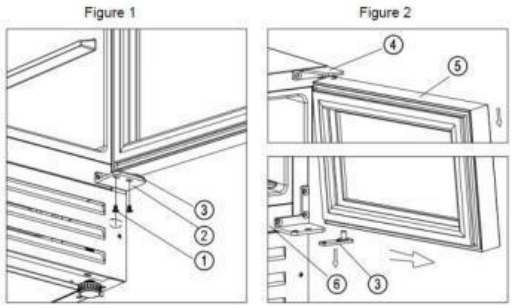

Afbeelding 1–2
2. (Afbeelding 1) Draai de twee schroeven (1) uit het rechter onderscharnier (2).